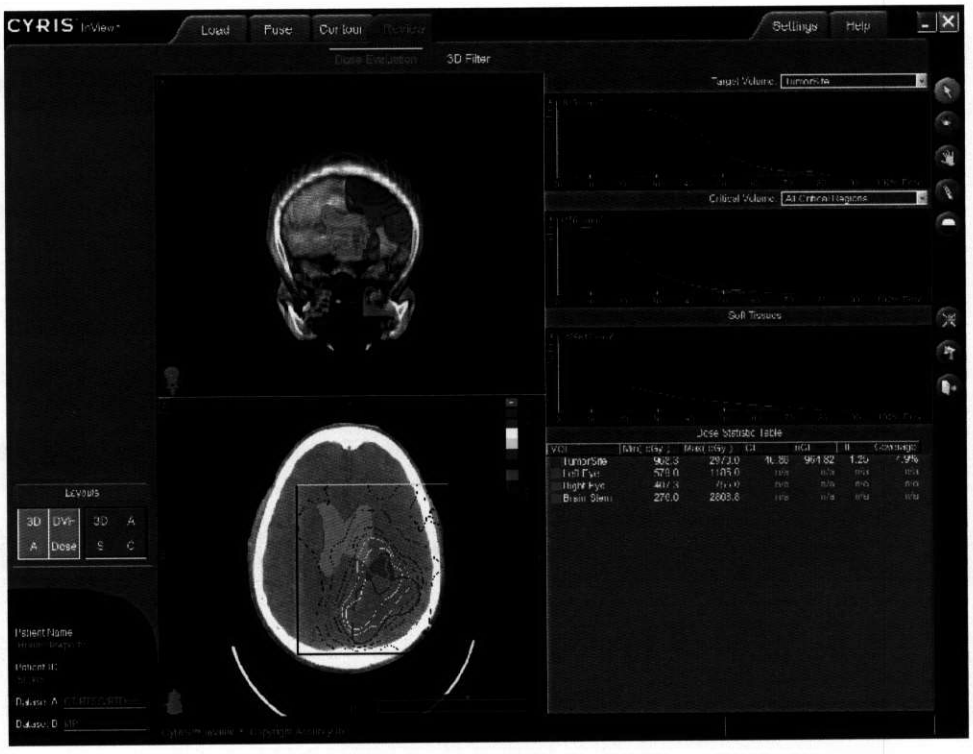
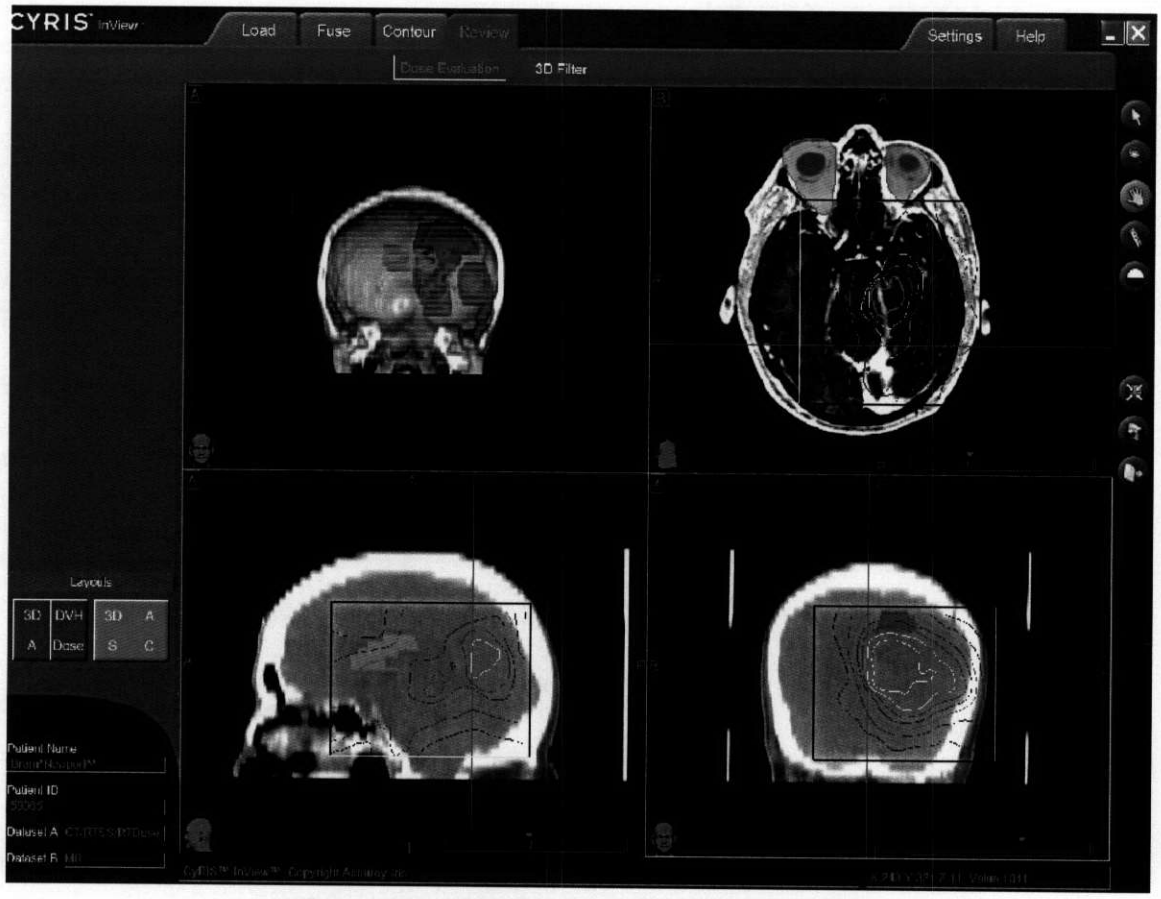

**Figure 33 Dose Review with DVH and Dose Statistics**
**Figure 34 Dose Review with 3 Planar Views**
*Figure 33 Dose Review with DVH and Dose Statistics, page 48* and *Figure 34 Dose Review with 3 Planar Views, page 49* show the user interface for the Dose Evaluation step of the Review task. Two layouts are available for the Display View. Use the two layout buttons at the bottom of the Control View to set the desired layout.
The Display View layout in *Figure 33 Dose Review with DVH and Dose Statistics, page 48* is the default. It includes a 3D view of the patient anatomy with a dose cloud, an axial view with isodose curves, three DVH graphs (one each for targets, critical regions, and the soft tissue in the dose grid), and a list of statistics for each Volume of Interest.
The Display View layout in *Figure 34 Dose Review with 3 Planar Views, page 49* includes the 3D view, as well as three planar views – axial, coronal, and sagittal.
Use the layout in *Figure 33 Dose Review with DVH and Dose Statistics, page 48* to display global metrics for the plan.